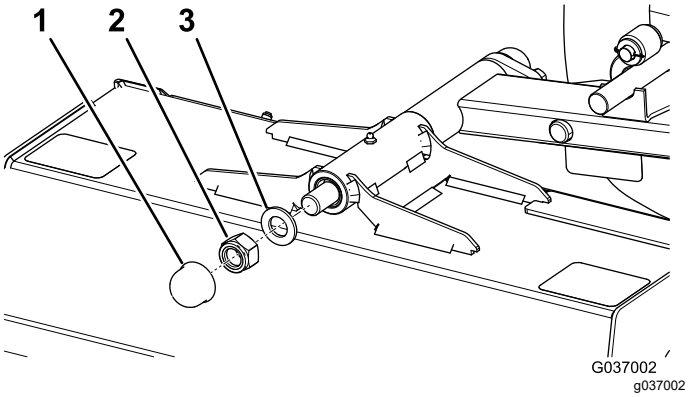

**Figur 76**
4. Fjern dækslet, og fjern møtrikken (M24) og spændeskiven fra drejeakslen (Figur 76).
5. Sæt spændeskiven og låsemøtrikken (M24) på, og stram låsemøtrikken (Figur 76).